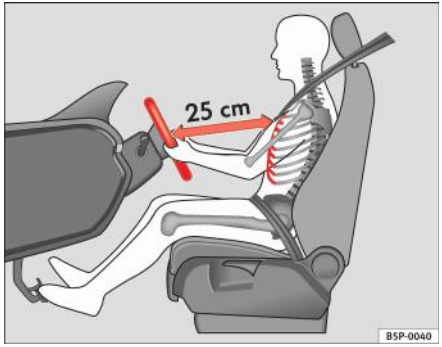

Fig. 1 Distanța corectă între şofer şi volan
– Reglați volanul astfel încât să existe o distanță de minim 25 cm între volan şi centrul pieptului dumneavoastră ⇒ fig. 1.
- **Reglați scaunul șoferului astfel încât să existe o distanță de minim 25 cm între centrul pieptului și centrul volanului ⇒ pagina 10, fig. 1. Dacă stați la o distanță mai mică de 25 cm, sistemul de airbaguri nu vă va putea proteja corespunzător.**